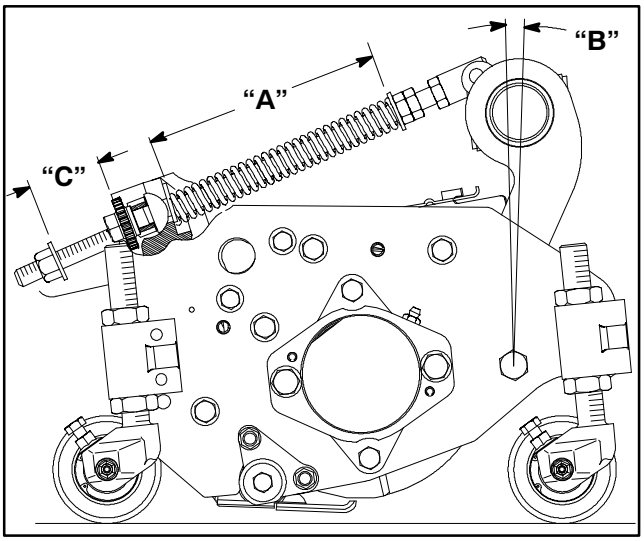

Figure 10
The Turf Compensation Spring (Fig. 10), connecting carrier frame to cutting unit, controls the amount of fore–aft rotation available, as well as the amount of ground clearance in transport and turn around.
1. Tighten lock nut on rear of spring rod until the gap (C) between rear of spring bracket and front of washer is 1″ (26 mm) (Fig. 10).
2. Tighten hex nuts on front end of spring rod until the compressed length (A) of spring is 8” (203 mm) (Fig. 10).
NOTE: When cutting rough or undulating turf, increase compressed length (A) of spring to 8-1/2″ (216 mm) and gap (C) between rear of spring bracket and front of washer to 1 – 1/2″ (39 mm) (Fig. 10).